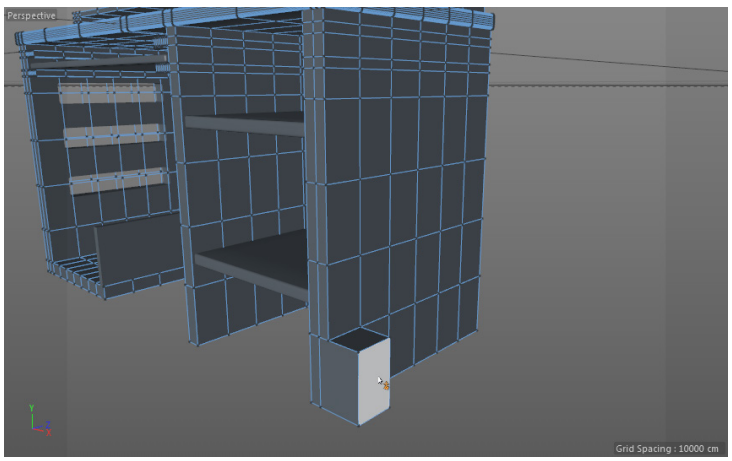

Figure 3-118 *Dragging the highlighted polygon*
3. Hold the CTRL key and drag the highlighted polygon, as shown in Figure 3-118.